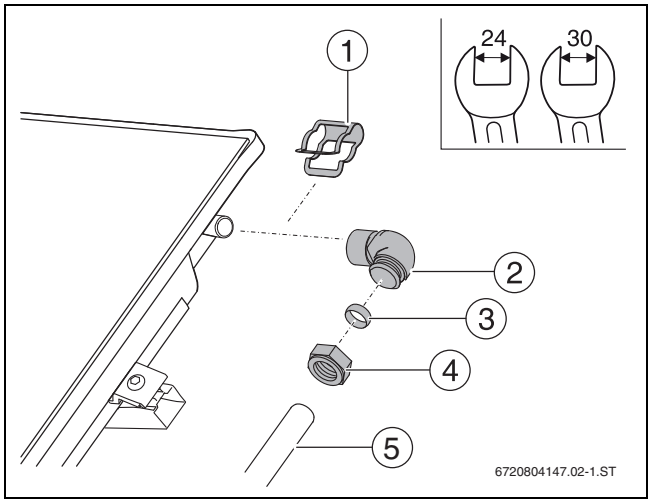

Bild 63 Rohrleitung am Vorlaufanschluss anschließen
- ▶ Winkel mit Klammern an Kollektoranschlüsse anschließen (→ Bild 63).